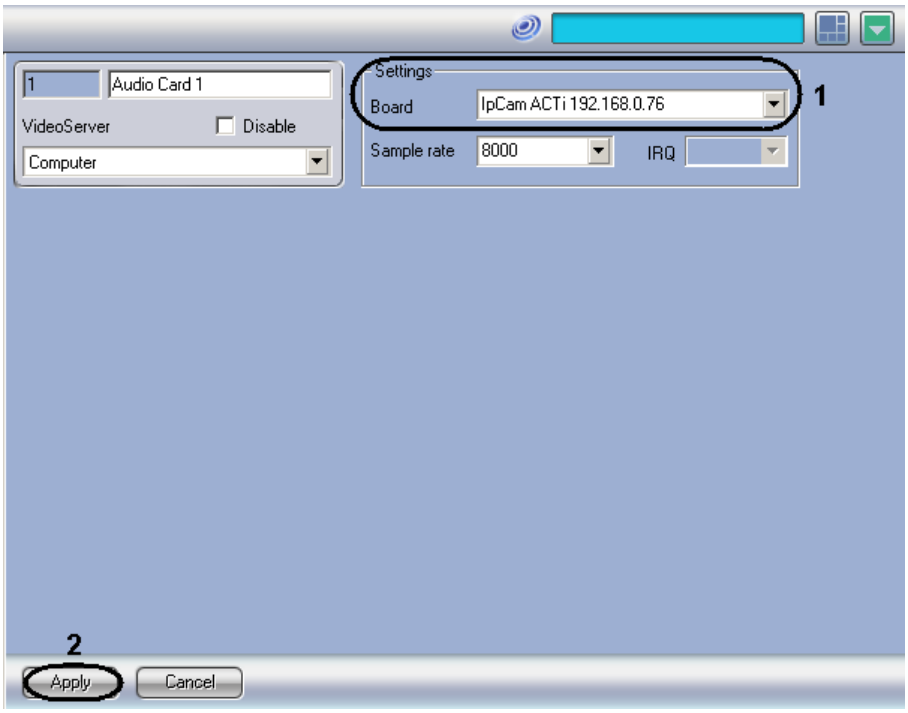

Figure 8.8-38. Setting up sound card Bosch
4. From the dropdown list Board select the required IP-device Bosch(Figure 8.8-38, 1)
5. To save the changes click Apply button (Figure 8.8-38, 2).